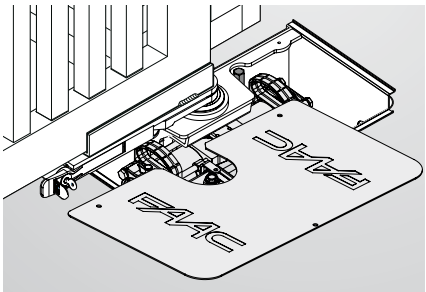

Fig.24
3) Secure the cover of the bearing case with the supplied screws (Fig.24;25).